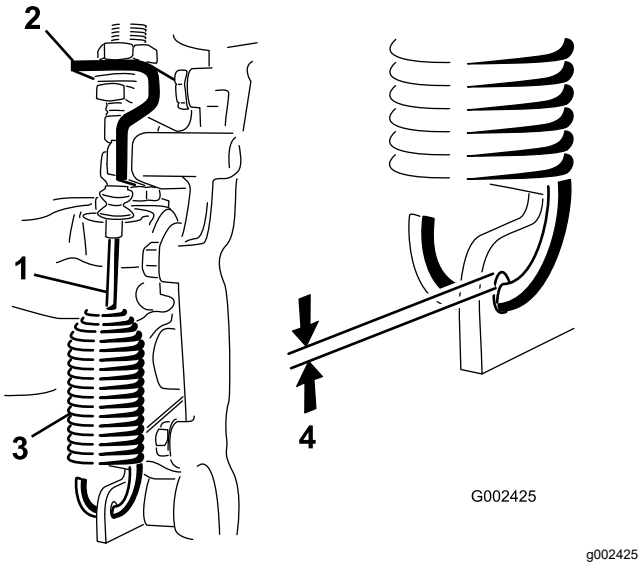

**Figur 54**
2. Lossa kontramuttrarna som håller fast differentiallåsvajern vid fästet på växellådan (Figur 54).